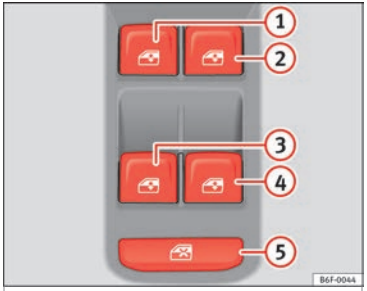

Fig. 145 Detail of the driver door: controls for the front and rear windows.
The safety switch ››› **Fig. 145** (5) on the driver door can be used to disable the electric window buttons on the rear doors.
Buttons ››› **Fig. 145** ①, ②, ③ and ④ have two positions for opening windows and two for closing them. This makes it easier to open and close windows to the desired position.